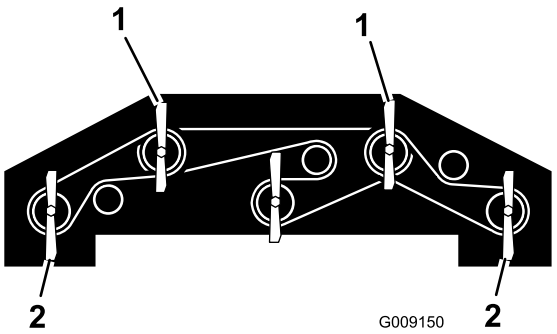

Figuur 138
1. Draai elk mes zodat het recht naar voren wijst (Figuur 138).